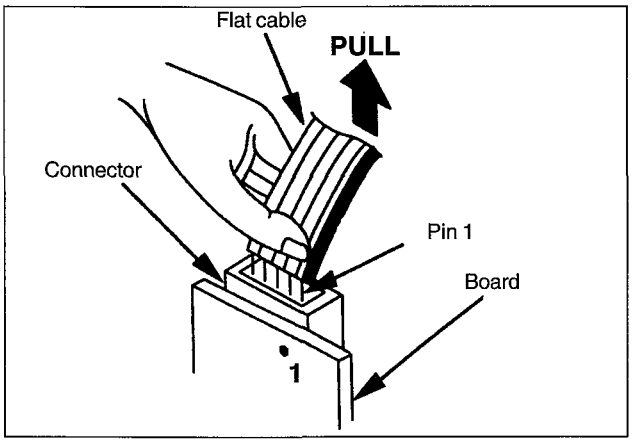

Fig. 1-3
Pull out the flat cable, holding it securely to avoid damaging individual wires (see fig. 1-3).
1. Adjust the position of the flat cable so that the lines on the flat cable align with the pins X of the trap connector (see fig. 1-3).